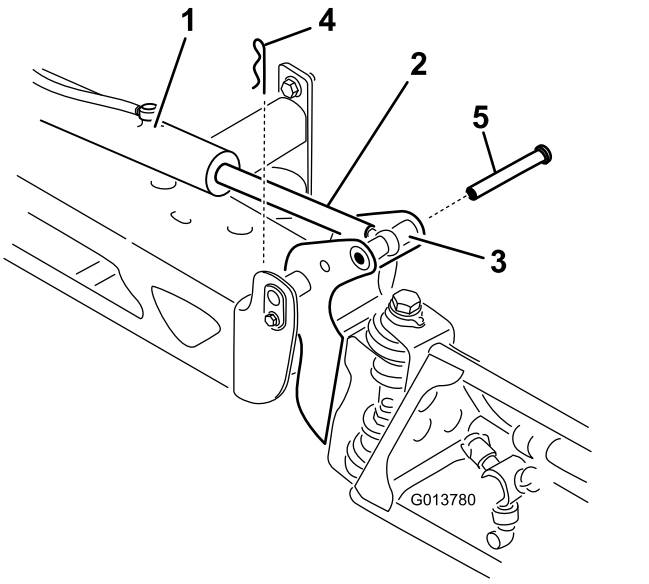

Figura 113
2. Retire la chaveta del pasador de giro (Figura 113).
3. Levante el brazo, retire el pasador (Figura 113), y baje el brazo lentamente al suelo.
9. Sujetando el brazo, introduzca el pasador a través del pivote del brazo y la rótula (Figura 113).